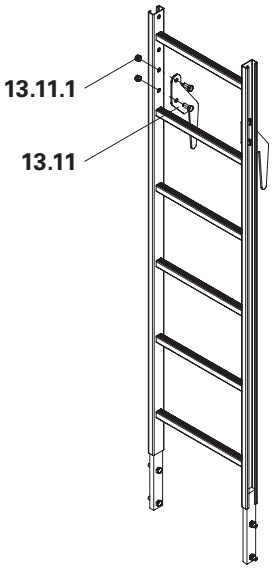

Abb. B4.02
3. Einhängeleiter in obere Leiter einhängen (Abb. B4.02 und B4.03).